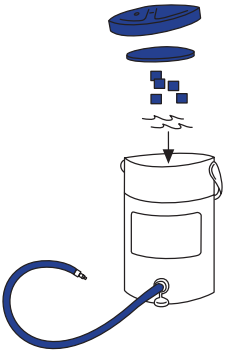

图 1
1. 应用 Cryo/Cuff 之前，先准备冷却器（图 1）